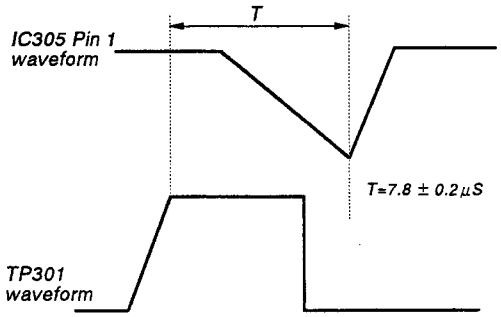

Fig. 14
4. Adjust BGP WIDTH so that the output waveform has the relationship shown in Fig. 14.